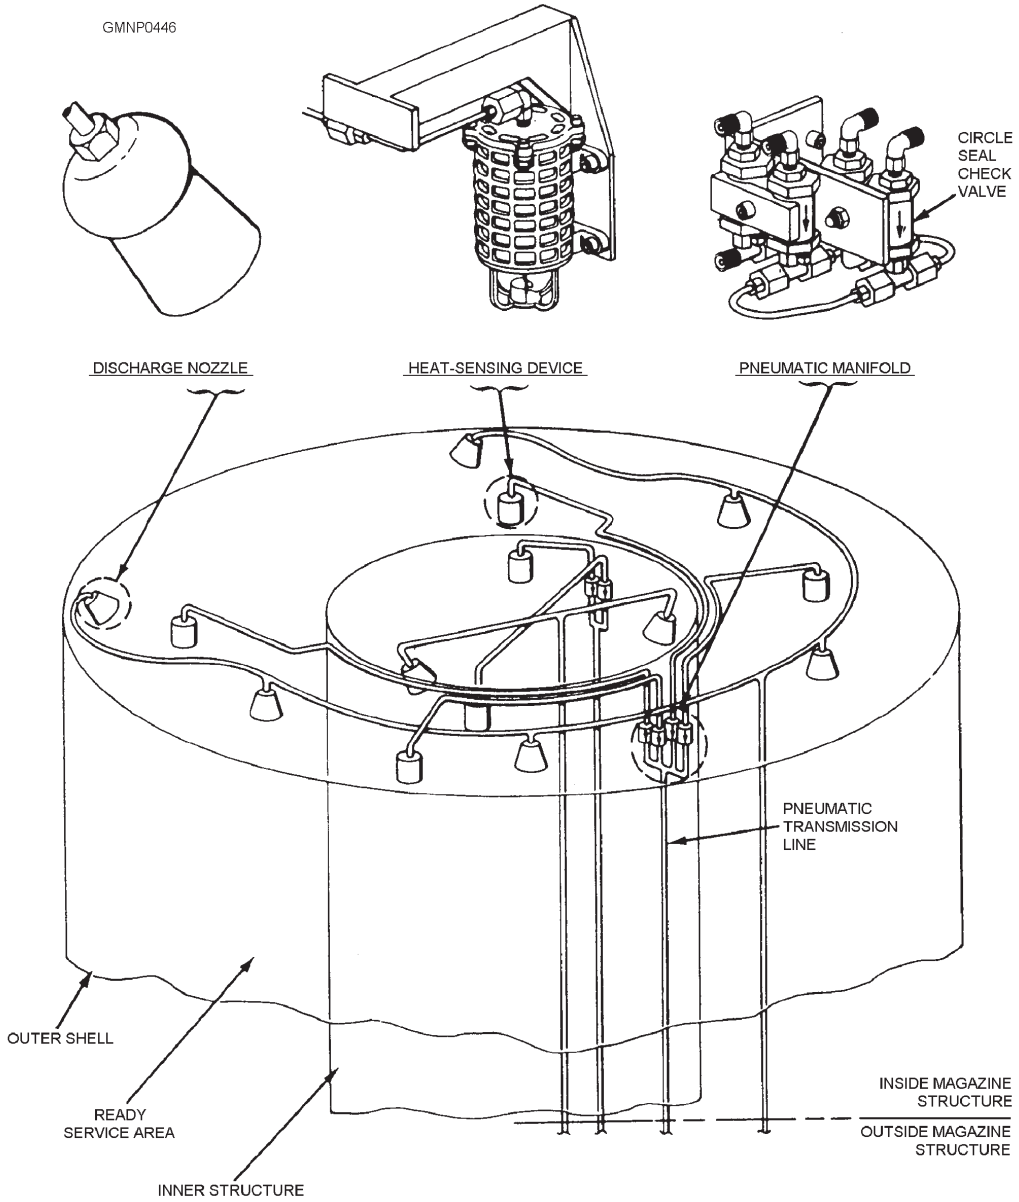

**Figure 8-20.—Components of a $CO_2$ system; inside magazine structure.**
**HEAT-SENSING DEVICES**.—Heat-sensing devices (HSDs) were formerly designated thermosylphon units. HSDs are the detecting units of the system (fig. 8-20). They are designed to develop a pneumatic pressure signal when space temperature increases to a preset activating point. The rate of rise in space temperature may be rapid or slow.
**Circle Seal Check Valves**.—The circle seal check valve (shown in fig. 8-20) is a brass, spring-loaded check valve. It closes against a rapid change of air pressure in one direction and opens when air pressure is applied in the other direction. One circle seal check valve is installed in each transmission line leading from an HSD. The valve is installed with its directional arrow (stamped into the body) pointing toward the control head.
**DISCHARGE NOZZLES**.—$CO_2$ discharge nozzles are installed so that their discharge blankets certain key electrical components. The nozzles are also located so that the entire area they serve is flooded with $CO_2$. The nozzle is a bell-shaped device (fig. 8-20) with an orifice at its discharge point. The orifice restricts the discharge of the $CO_2$ and creates an even flow from all system nozzles. The gaseous "snow" of $CO_2$ quickly extinguishes the fire.